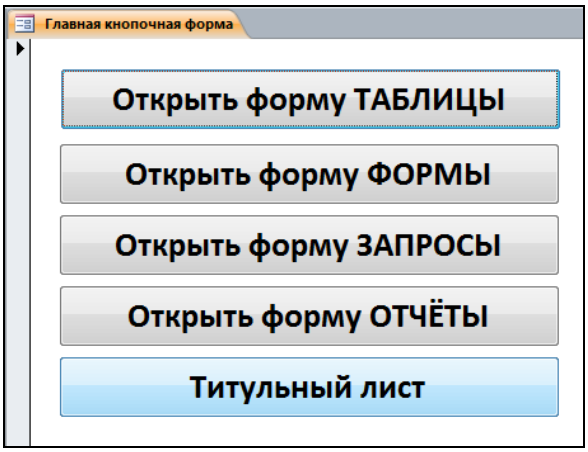

Рис. 7.24. Добавление кнопки *Титульный лист*
3.11. На форме *Главная кнопочная форма* создается кнопка, при нажатии на которую будет открываться форма *База данных «Товары»* и закрываться форма *Главная кнопочная форма* (рис. 7.24, 7.25).